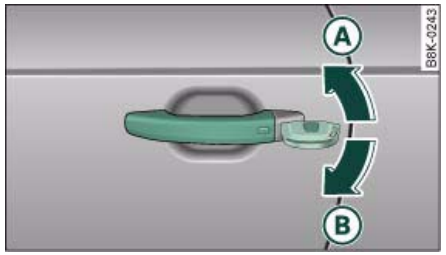

Fig. 40 Lock on driver's door
– Turn the key to position (A) ⇒ fig. 40 to unlock the vehicle. ▶